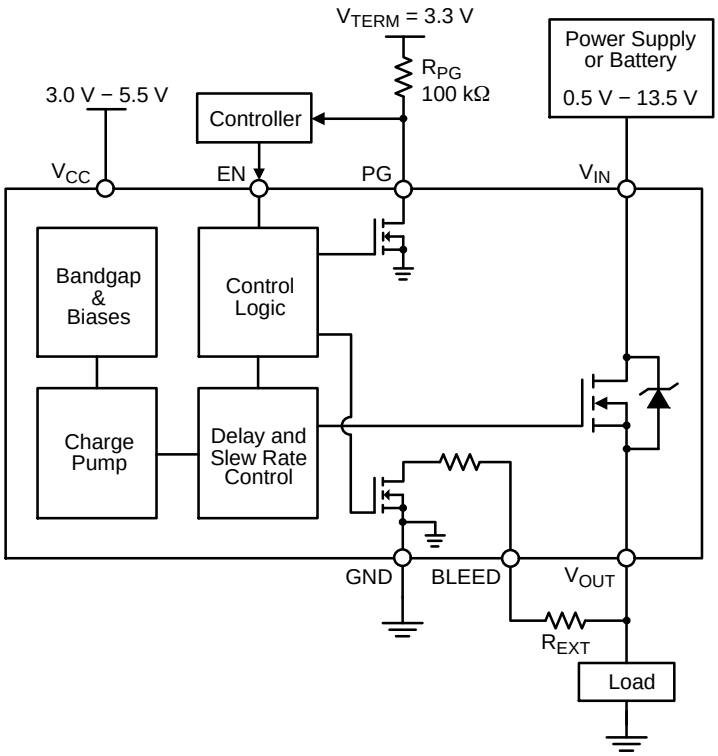
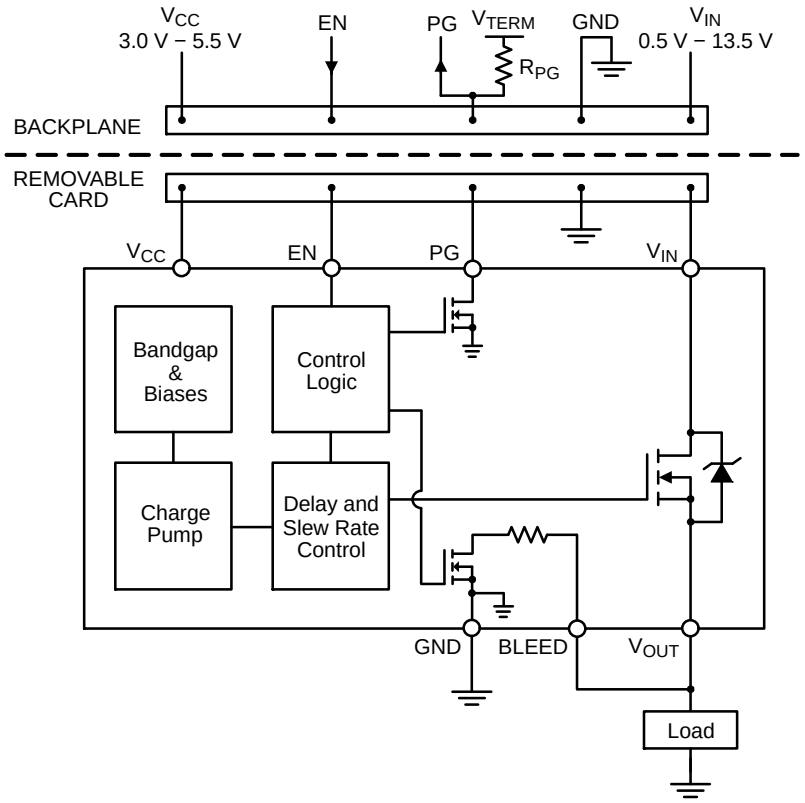

Figure 28. NCP45524 Typical Application Diagram − Load Switch
Figure 29. NCP45524 Typical Application Diagram − Hot Swap
Is it required that the BLEED pin be connected to V_{OUT} either directly (as shown in Figures 29 and 32) or through an external resistor, R_{EXT} (as shown in Figures 28 and 31). R_{EXT} should not exceed 100 MΩ and can be used to increase the total bleed resistance and decrease the load bleed rate.
The NCP45524 devices have a power good output (PG) that can be used to indicate when the gate of the MOSFET is fully charged. The PG pin is an active-high, open-drain output that requires an external pull up resistor, R_{PG}, greater than or equal to 1 kΩ to an external voltage source, V_{TERM}, that is compatible with input levels of all devices connected to this pin (as shown in Figures 28 and 29).